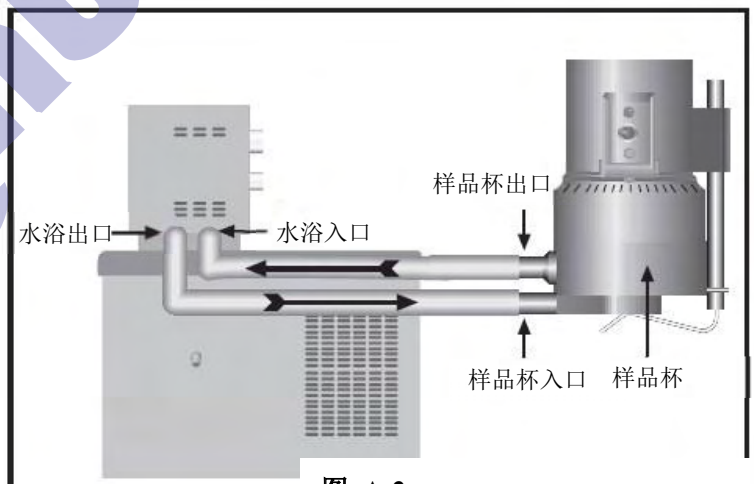

图 A-2
2. 图 A-2 为典型的水浴装置示意图。将样品杯的出入口与水浴的出入口相连接，并设置需要的测试温度。让水浴有充分的时间可以达到测试温度。